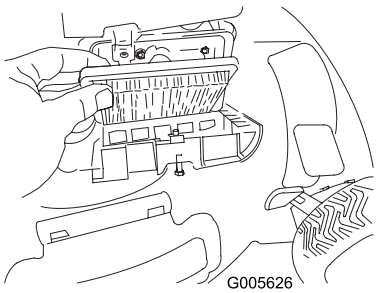

Figuur 30
2. Vervang het luchtfilter (Figuur 30).